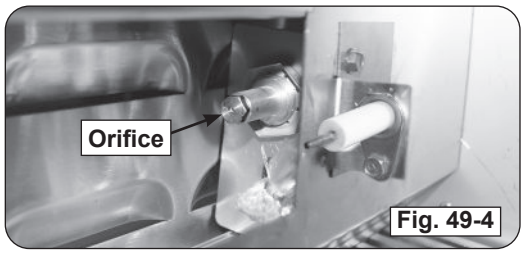

Fig. 49-4
6. Use a $^3/_8$" hex nut driver to remove the exposed orifice (Fig. 49-4). Check orifice. If needed, replace it with the correct orifice for the new gas.